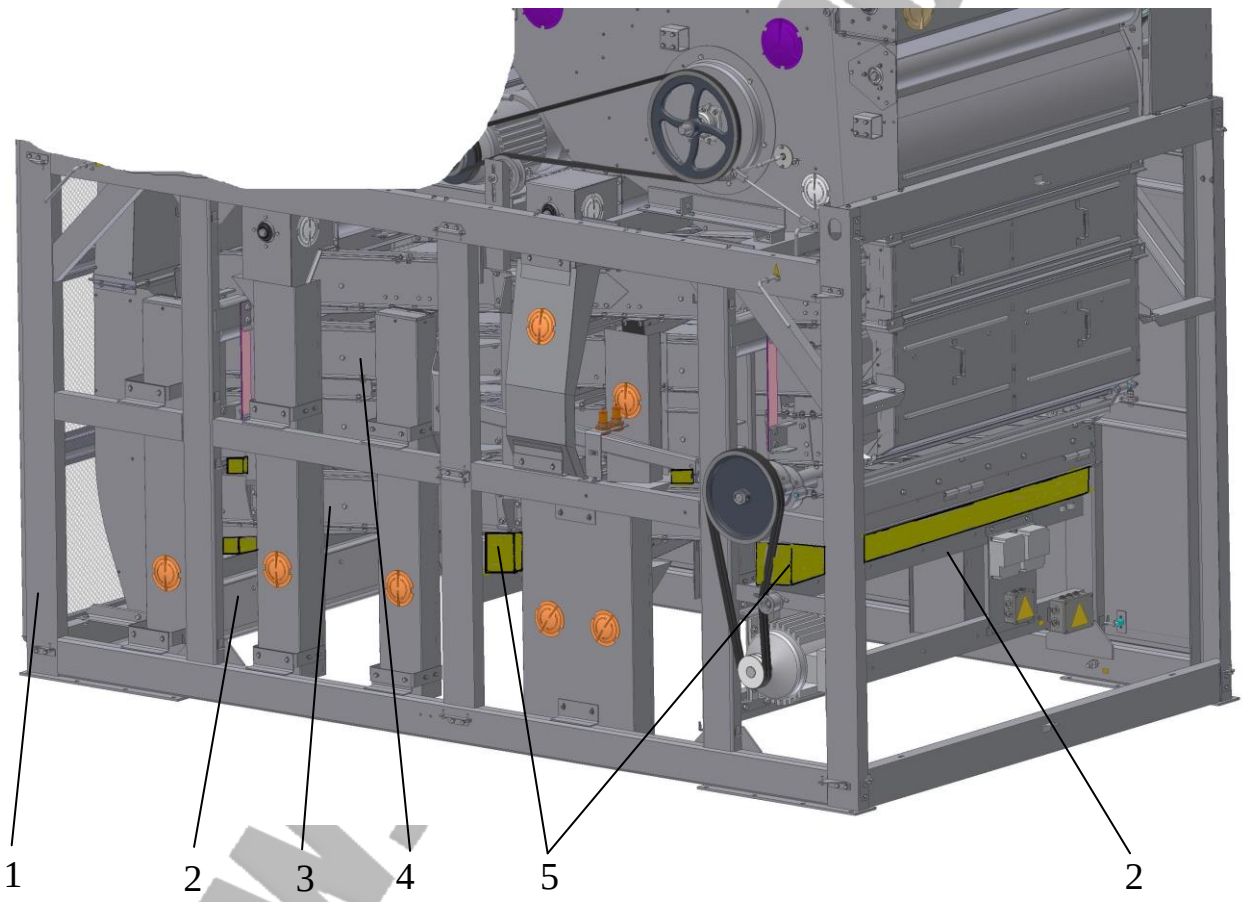

Рис. 18 Схема установки технологических подкладок для замены подвесок
- согласно рис. 18 под наружный блок решетных станов на поперечные балки установить технологические подкладки* (деревянные брусы) по всей ширине блока;
- согласно рис. 18 под нижний стан внутреннего блока решетных станов на боковины нижнего стана наружного блока установить технологические подкладки (деревянные брусы) по всей ширине блока;